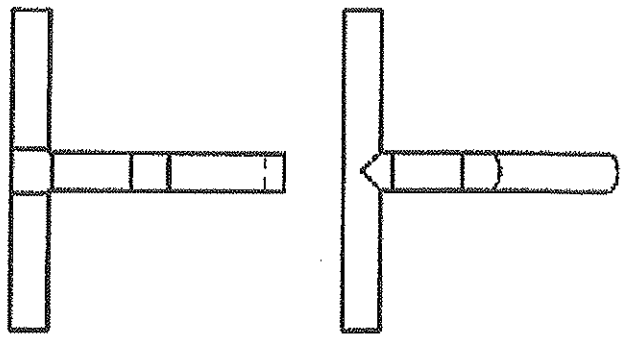

Figure 8–26
- In Figure 8–26, the type **Rectangular Duct: Radius Elbows / Tees** was changed to the type **Round Duct: Taps**.